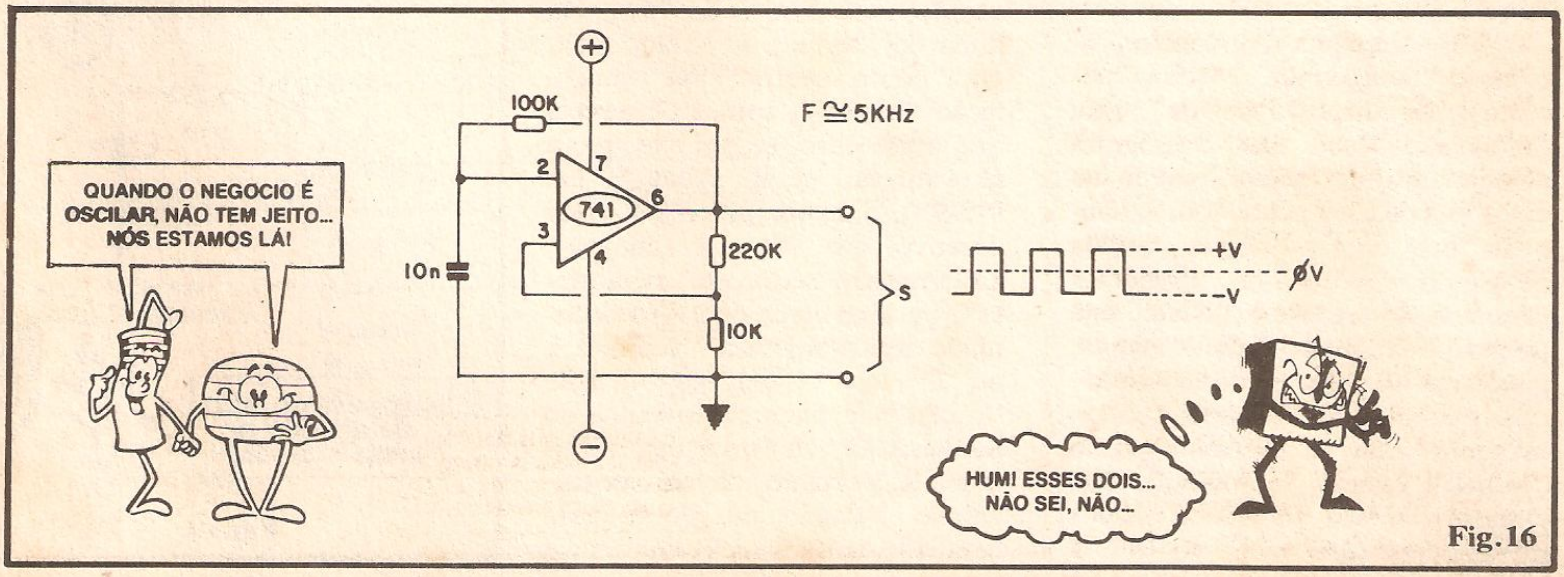

Fig. 16
- **FIG. 16** - O 741 COMO OSCILADOR - São várias as configurações nas quais podemos fazer um Amp.Op. oscilar... Algumas delas envolvem sofisticações e cuidados rigorosos, no sentido de determinar com grande precisão (e estabilidade...) a Frequência, com redes múltiplas RC, eventualmente em "ponte", em "Pi", em "T", etc. Tais casos particulares serão eventualmente vistos, em seus aspectos Teóricos, se e quando forem realmente utilizadas as configurações em eventuais montagens práticas, no futuro... O diagrama da fig. 16, contudo, mostra o arranjo elementar de oscilação para um Amp.Op. como o 741: a primeira providência é efetuar-se a realimentação **positiva** (nós queremos que o amplificador fique "instável"...). Assim, parte do sinal presente na Saída (pino 6) é re-dirigida à Entrada Não Inversora (pino 3), sendo que a "dose" de realimentação é determinada pelos valores dos resistores presentes no divisor de Tensão (no caso, 220K e 10K...). Para a determinação do **ganho** do bloco, temos que nos valer do controle da realimentação **negativa**, entre a Saída e a Entrada Inversora (pino 2), o que é feito, no circuito exemplo, pelo resistor de 100K. Finalmente, a "temporização" ou defasamento necessário à manutenção da oscilação e fixação da Frequência, é promovido pela presença do capacitor (10n, no exemplo). Na verdade, todos os componentes externos ao Amp.Op. são, em maior ou menor grau, "responsáveis" pela Frequência da oscilação, mas, na prática, podemos considerar que o rítmo da manifestação será **inversamente proporcional** ao valor do capacitor (maior valor = Frequência mais baixa, menor valor = Frequência mais alta...). Como geralmente **pré-fixamos** o ganho, não é comum que num circuito de oscilador com Amp.Op. recorramos a modificações calculadas no resistor de realimentação (100K,